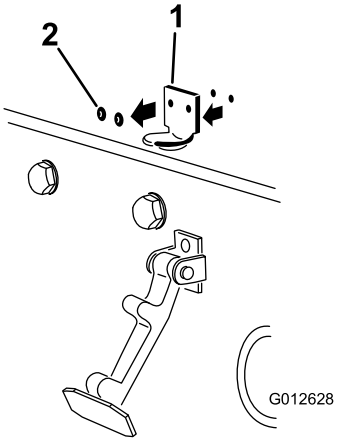

Figuur 5
2. Verwijder de twee popnagels waarmee de motorkapvergrendeling aan de motorkap is bevestigd (Figuur 5). Verwijder de beugel van de motorkapvergrendeling van de motorkap.